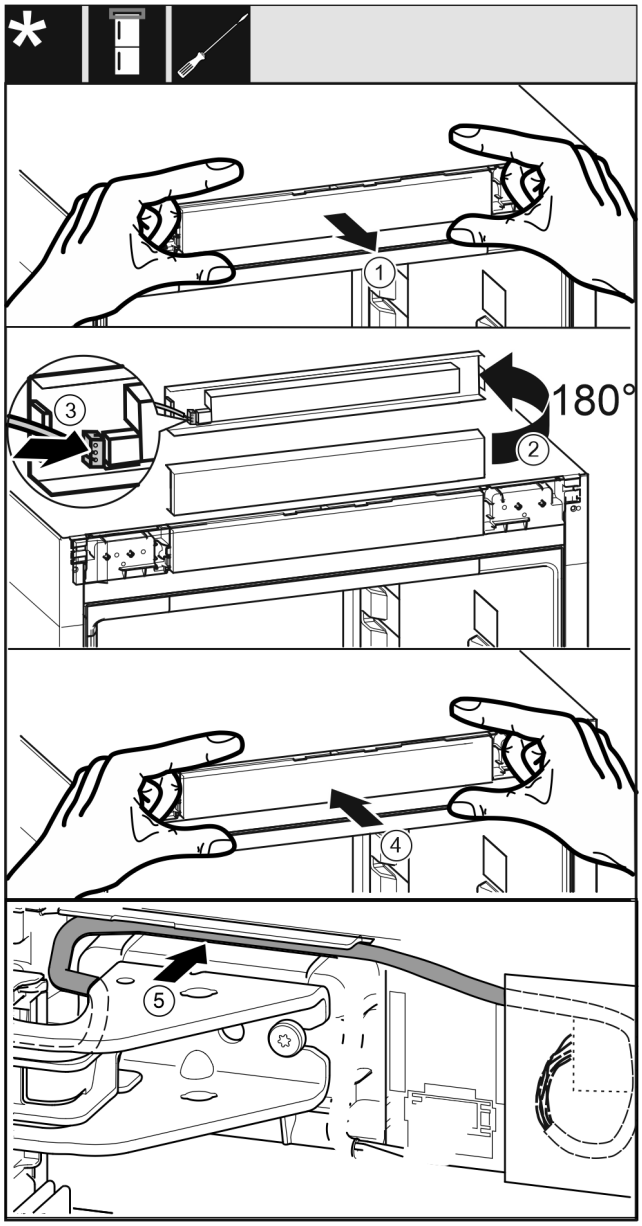

Fig. 62
▶ Bedienblende *Fig. 62 (1)* vorsichtig herausnehmen.
▶ Bedienblende *Fig. 62 (2)* um 180° nach oben drehen.
▶ Stecker *Fig. 62 (3)* an der Bedienteilblende einrasten.
▶ Bedienblende *Fig. 62 (4)* wieder am Gerät einrasten.
▶ Kabel *Fig. 62 (5)* vorsichtig in der Führung über dem oberen Lagerbock verlegen.